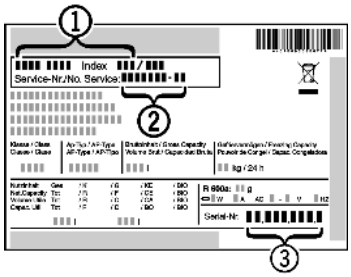

Fig. 56
▶ Read off the appliance name *Fig. 56 (1)*, service no. *Fig. 56 (2)* and serial no. *Fig. 56 (3)* from the model plate. The model plate can be found on the inside of the appliance on the left.